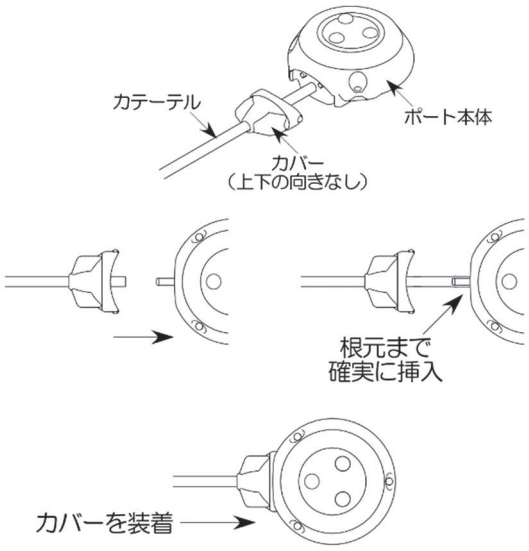

図 1 ポート本体とカバーの接続
12. カテーテルをポートのコネクタに挿し込み、コネクタの根元まで確実に挿入する。カバーをスライドさせて、ポート本体と確実に嵌合させる。この時、カバー両側の突起（位置決め）をポート本体の溝に確実に嵌合させる（図 1）。再度カテーテルの長さを調整する場合は、ポートコネクタからカテーテルを無理に引き抜かず、カテーテルの切断面が垂直になるように切断して再接続する。［ポートが破損し、コネクタが抜けるおそれがある。］